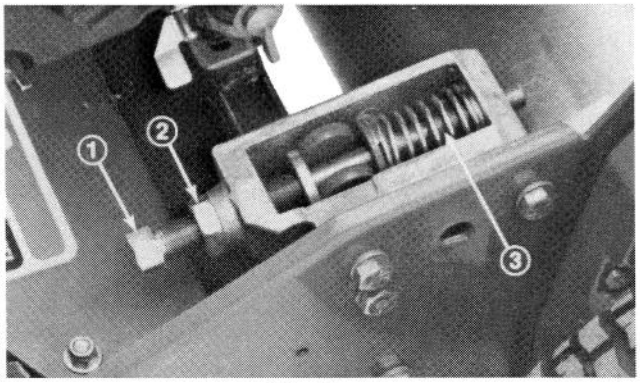
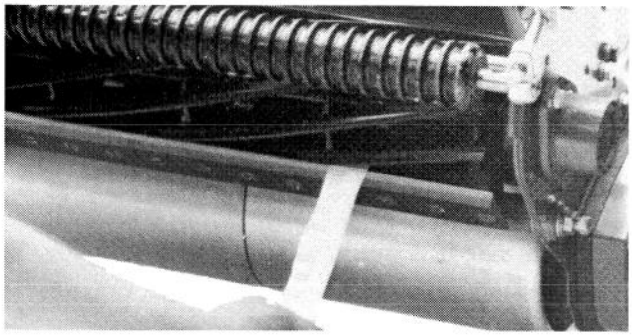

Fig. 4
Fig. 5
1. Amener la tondeuse sur une surface plane et horizontale. Vérifier qu'il n'y a plus de contact du cylindre en desserrant les écrous de blocage des vis de réglage de la contre-lame et en tournant les vis de réglage dans le sens inverse des aiguilles d'une montre (Fig. 4).
3. A une extrémité du bord avant du cylindre, introduire une longue bande de papier entre le cylindre et la contre-lame (Fig. 5). Faire tourner le cylindre en avant et serrer simultanément la vis de réglage de la contre-lame (du même côté que le cylindre), un cran à la fois, jusqu'à ce que le papier soit légèrement pincé quand il est introduit par l'avant parallèlement à la contre-lame. On sent alors une légère résistance quand on tire sur la bande de papier (Fig. 4).
5. Après le réglage, vérifier que le cylindre peut pincer et couper un papier introduit par l'avant, à angle droit par rapport à la contre-lame (Fig. 5). Le papier doit normalement être coupé avec un contact minimum entre la contre-lame et les lames des cylindres. En cas de frottement excessif du cylindre, roder ou meuler l'unité de coupe de manière pour que les lames assurent une coupe précise (consulter la notice d'aiguisage des cylindres Toro).
AVERTISSEMENT: déposer la contre-lame avec précaution, car les ressorts comprimés des vis de réglage (Fig. 4) peuvent se détendre brusquement.